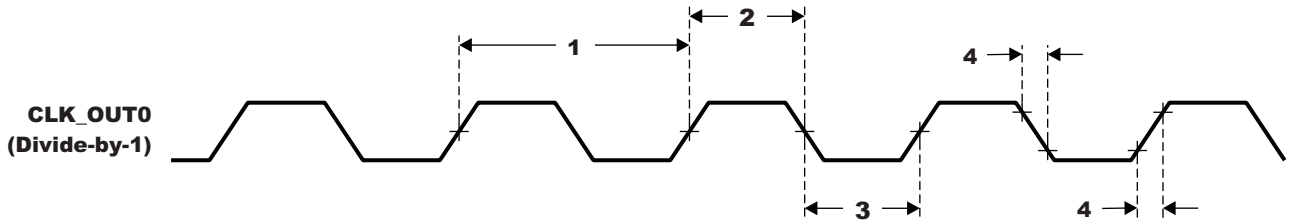

Figure 6-13. CLKOUT0 Timing
Table 6-20. Switching Characteristics Over Recommended Operating Conditions for CLKOUT0[(1) (2)] (see Figure 6-13)